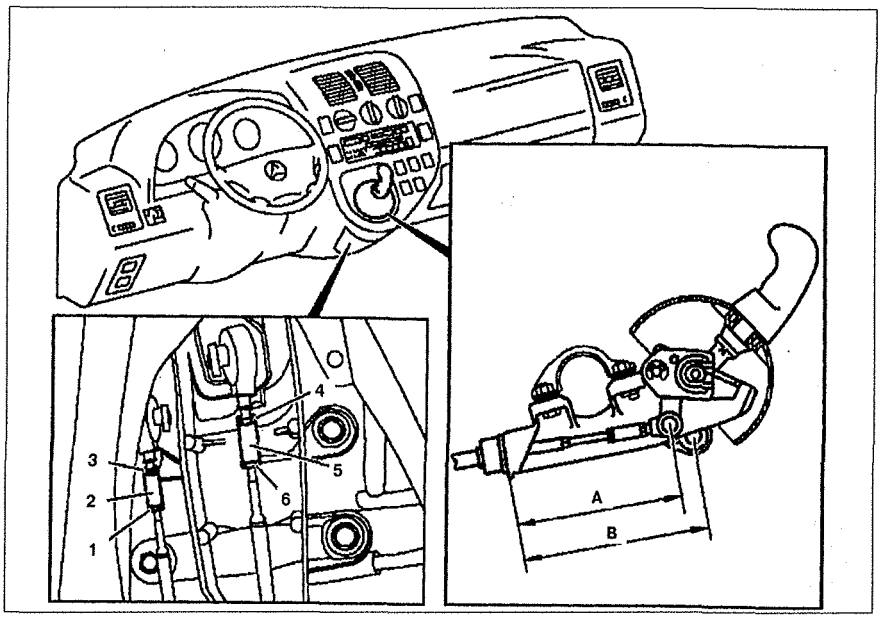

Рис. 6.45. Регулировка рычага переключения передач:
3. Проверьте и отрегулируйте расстояние **A** (см.рис.6.45). Для регулировки ослабьте гайки **1** и **3** и вращайте регулировочную гайку **2** до установки необходимого расстояния **A**. Оно должно составлять 146.5 – 148 мм.